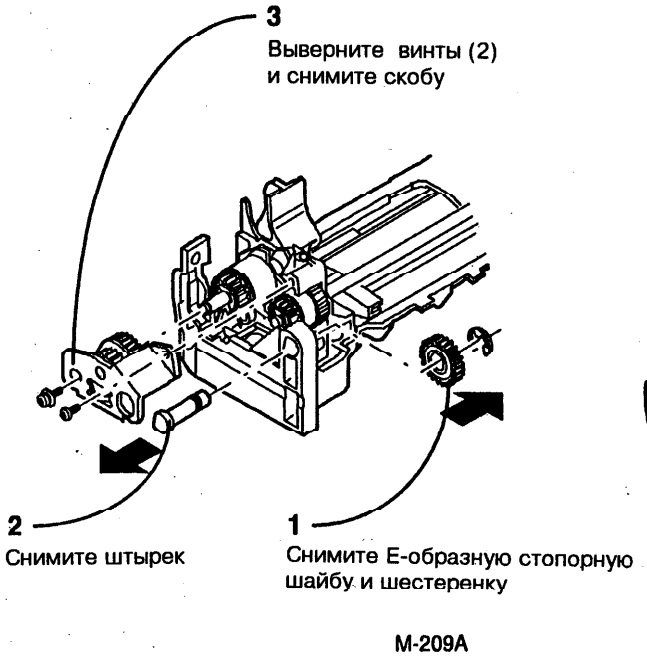

Рис. 3. Снятие скобы и шестеренки
5. (Рис.3): Снимите скобу и шестеренку.